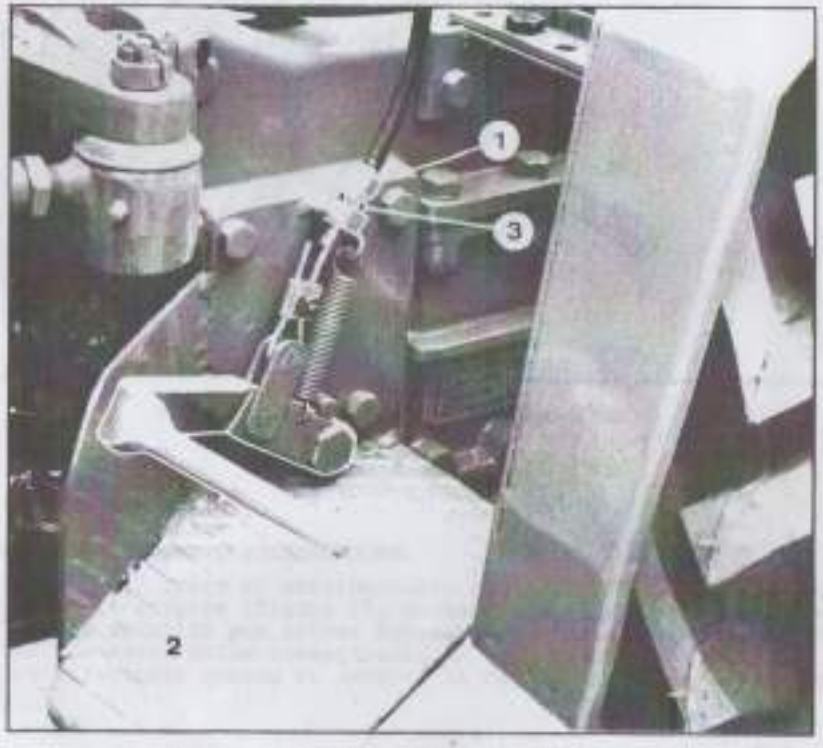

Fig. 14. Regolazione del comando frizione
Se la frizione non stacca completamente, regolare il cavo comando frizione mediante l'apposito tendifilo (1 fig. 14) fino a far compiere al pedale (2) una corsa a vuoto di 15 mm indi serrare il controdado (3)